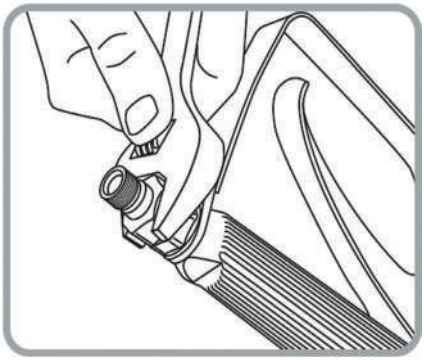

Рис. 45
1. Для снятия фильтра отсоедините покрасочный пистолет от шланга высокого давления и отсоедините защитную скобу от рукоятки и открутите гайку (рис. 45).